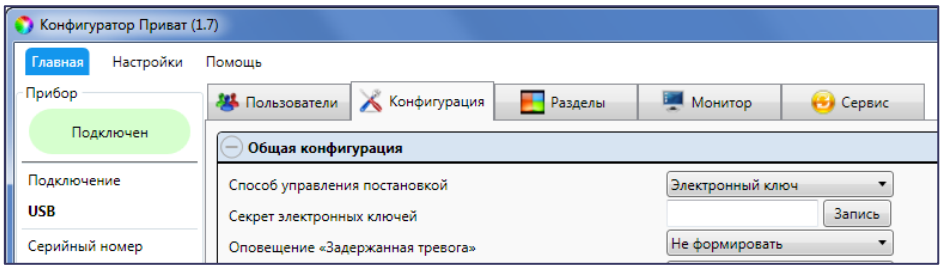
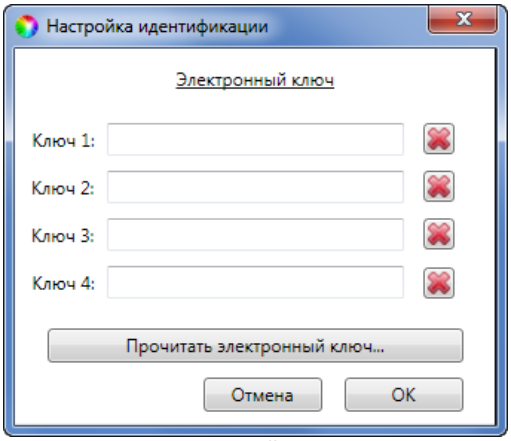

Рисунок 7.7 – Общая конфигурация контроллера Мираж-GSM-A8-04
Рисунок 7.9 – Создание ключей доступа для пользователя контроллера Мираж-GSM-A8-04
Далее перейдите к общей конфигурации базового контроллера и для параметра *Способ управления постановкой* выберите значение *Клавиатура Мираж-КД* или *Электронный ключ* (см. рисунок 7.7).
Вы можете ввести цифровые коды непосредственно в окне *Настройка идентификации* (см. рисунок 7.9), если для параметра *Способ управления постановкой/снятием* выбрано значение *Клавиатура Мираж-КД* (см. рисунок 7.7).
В Конфигураторе общей конфигурации базового контроллера для параметра *Способ управления постановкой* выберите значение *Электронный ключ* (см. рисунок 7.7).
3) В окне *Настройка идентификации* (см. рисунок 7.9) установите курсор в поле создаваемого ключа и нажмите кнопку *Прочитать электронный ключ*.
2) В Конфигураторе откройте вкладку *Конфигурация* и введите придуманный секрет в поле Секрет электронных ключей (см. рисунок 7.7).